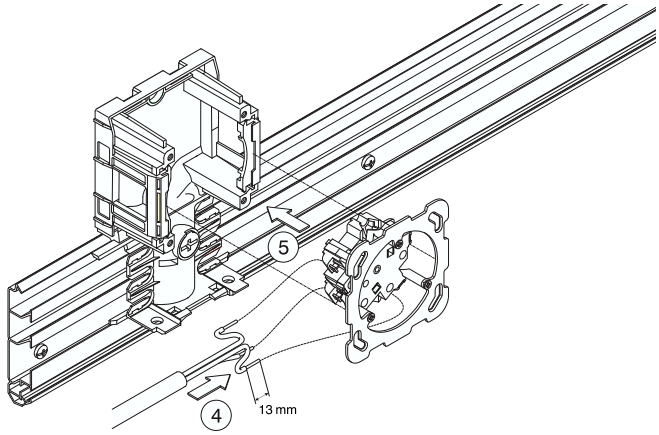

Figure 3
3. Raccorder les prises (fig. 3)